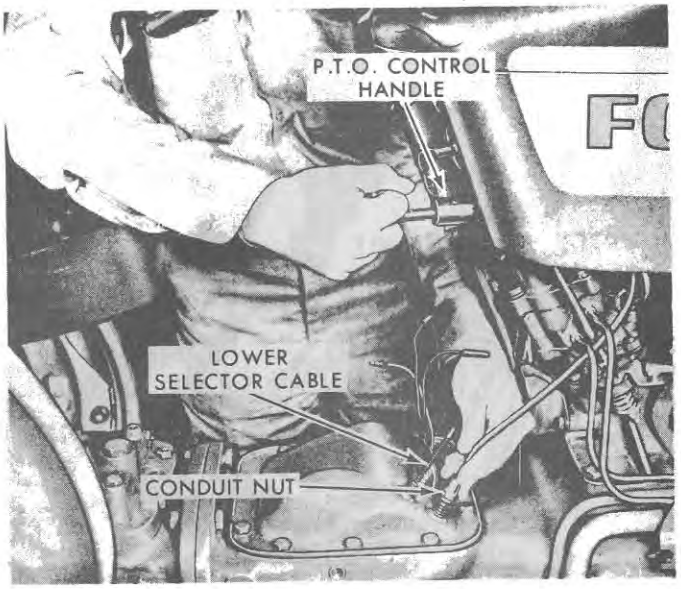

Figure 33
1. Remove the metal attaching screws from the right-hand steering gear cover and remove the cover. Pull the control handle all the way out and completely loosen the conduit nut, Figure 33, at the transmission cover.
1. Install the P.T.O. control assembly in the tractor sheet metal, placing the spacer, washer, and jam nut loosely on the assembly behind the sheet metal. Carefully push the cable through the conduit and loosely install the conduit upper nut. Refer to Figure 33.